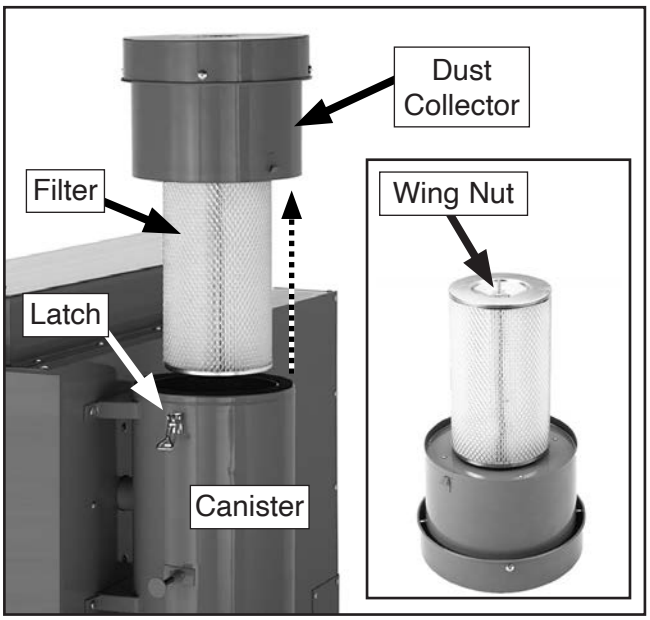

Figure 33. Dust collector and filter.
2. Unlatch dust collector, lift entire motor and filter unit out of canister (see **Figure 33**), then place it on workbench upside down.
3. Spin wing nut off of retaining stud, and remove filter (see **Figure 33**).